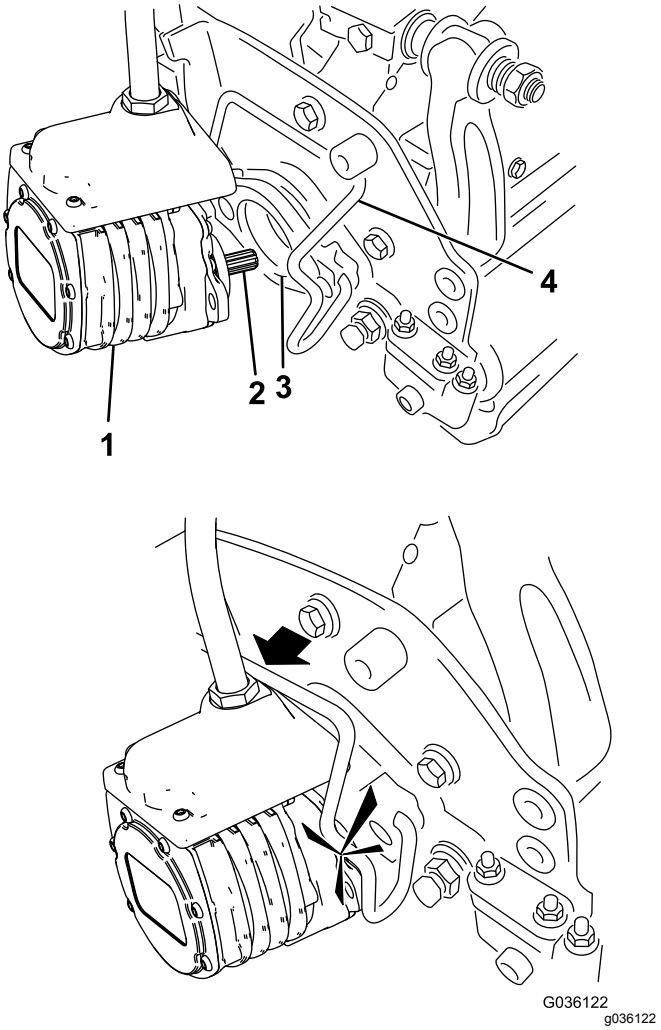

Figur 55
6. Kom rent smørefedt på notakslen på klippeenhedens motor (Figur 55).
7. Sæt motoren ind i klippeenhedens venstre side (set fra førersædet), og træk motorens holdestang på klippeenheden i motorens retning, indtil du hører et klik fra begge sider af motoren (Figur 55).